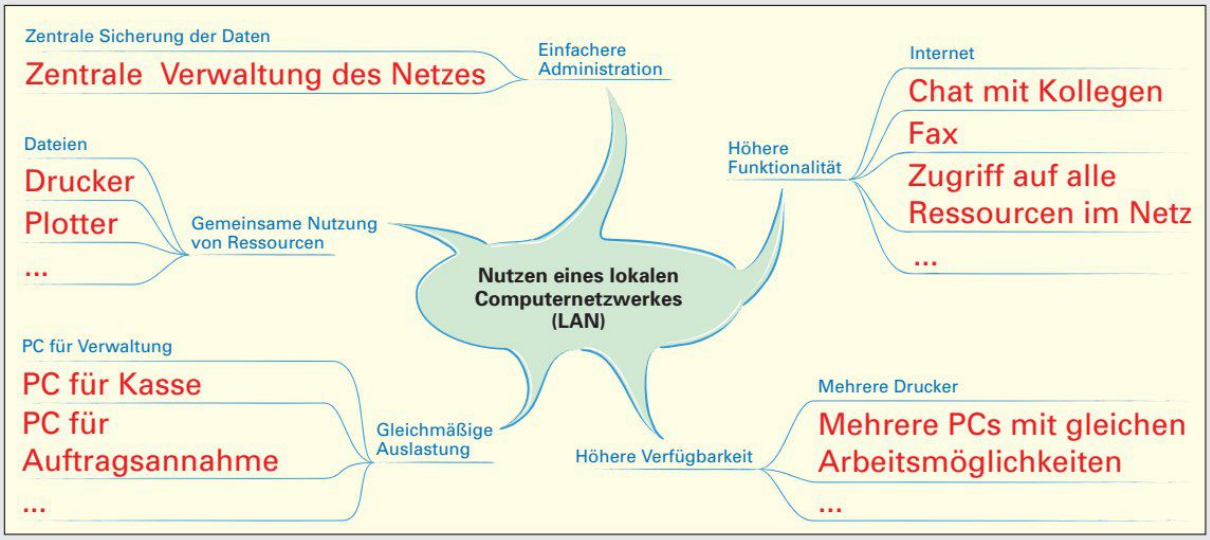

Bild 1: Nutzen eines lokalen Netzwerkes
1. PCs werden zunehmend in lokale Netzwerke integriert. Ergänzen Sie die Mindmap **(Bild 1)** mit Argumenten, für die verschiedenen Vorteile, die ein lokales Computernetzwerk bietet und präsentieren Sie Ihr Ergebnis.